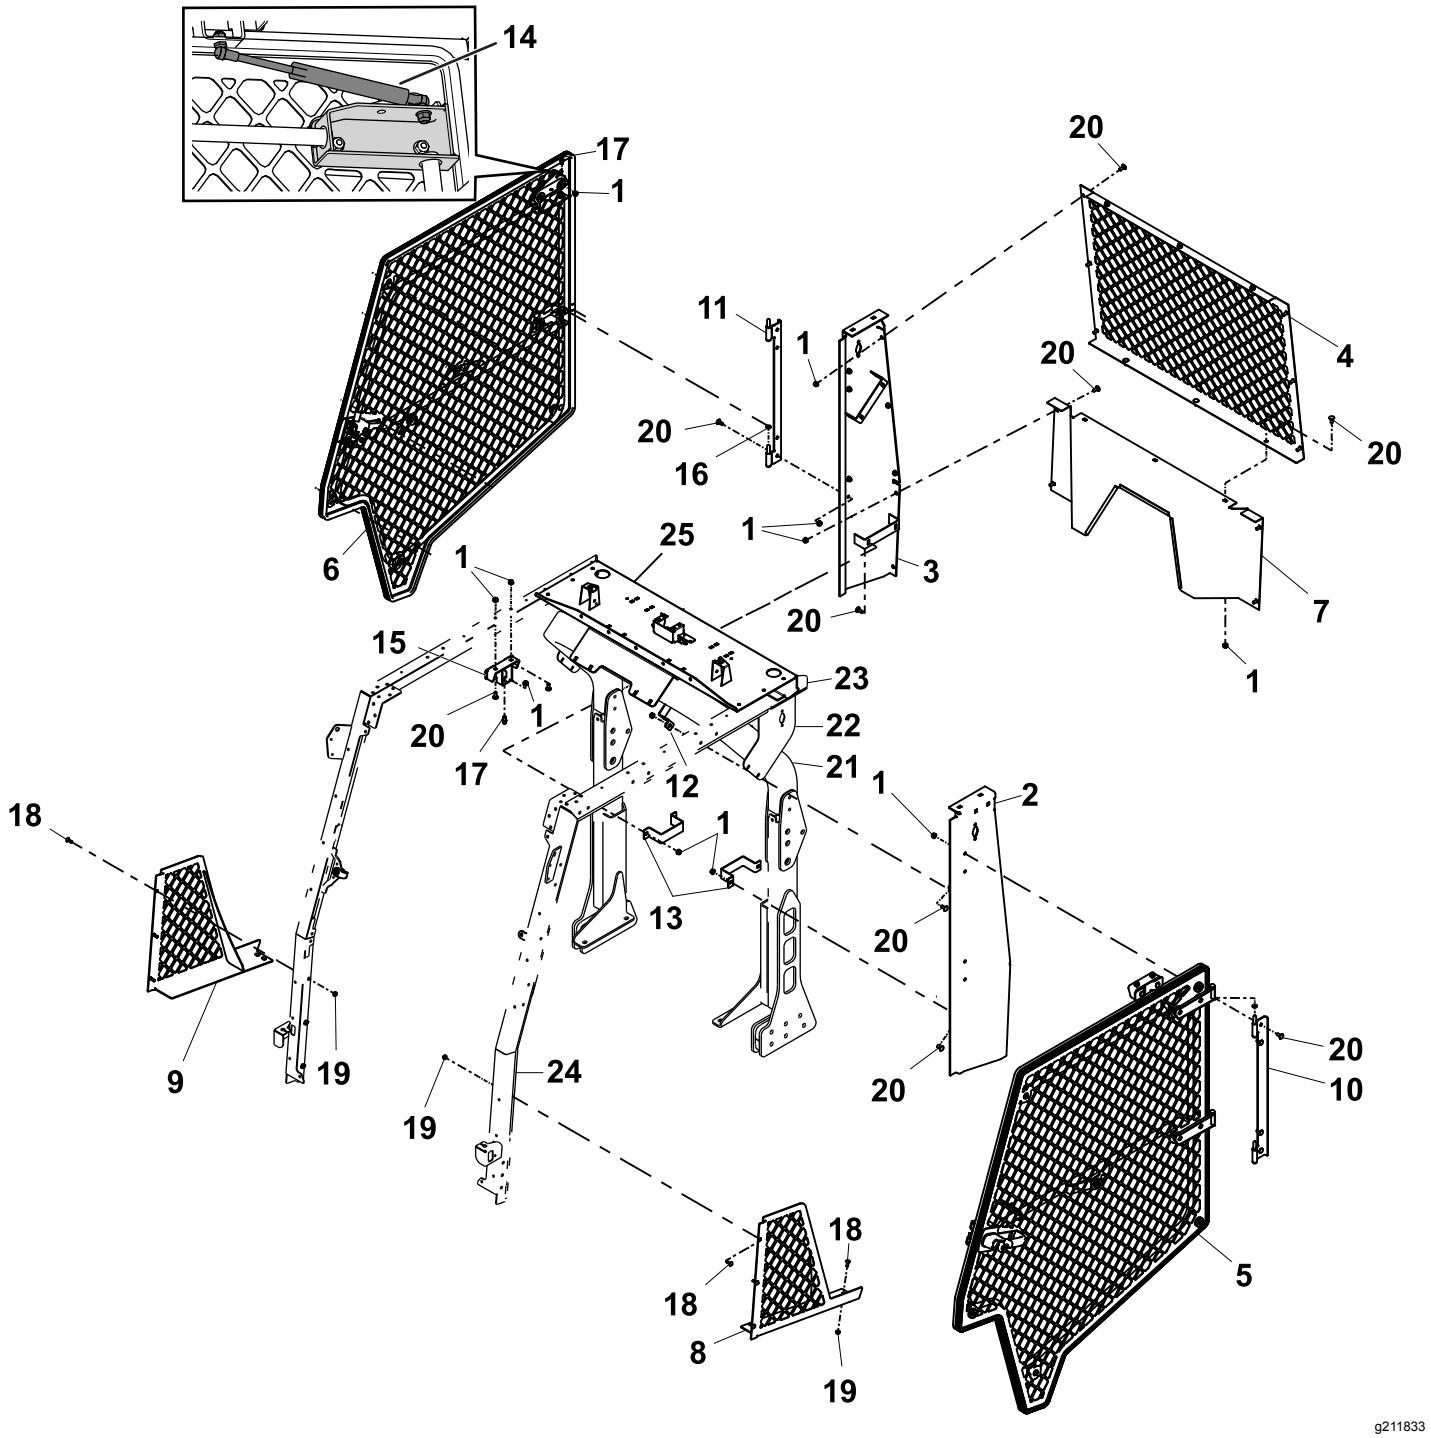

図 2
6. 2 柱式 ROPS エクステンションがすでに取り付け済みの場合は、ROPS にランプを取り付けるためのサイドパネルを取り外す図 2。
以下の作業については、図 2を参照のこと。